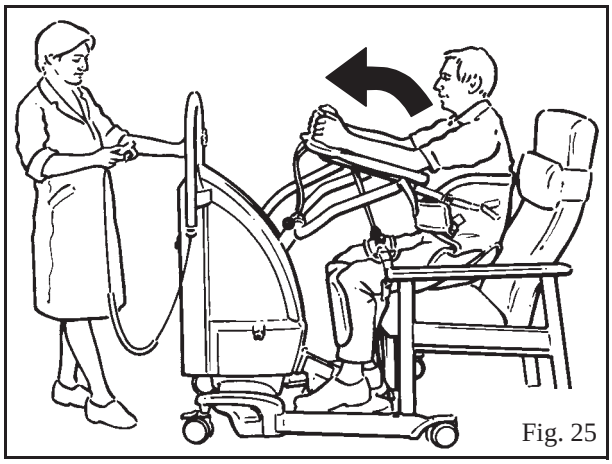

Fig. 25
7. Tryk på løfteknappen på håndbetjeningen eller det dobbelte betjeningspanel, og fortsæt med at løfte, indtil hver af fastgørelsesstropperne er spændt, og plejemodtagerens ryg lige netop ikke berører stolen. Stop derefter liften. (Se fig. 25)